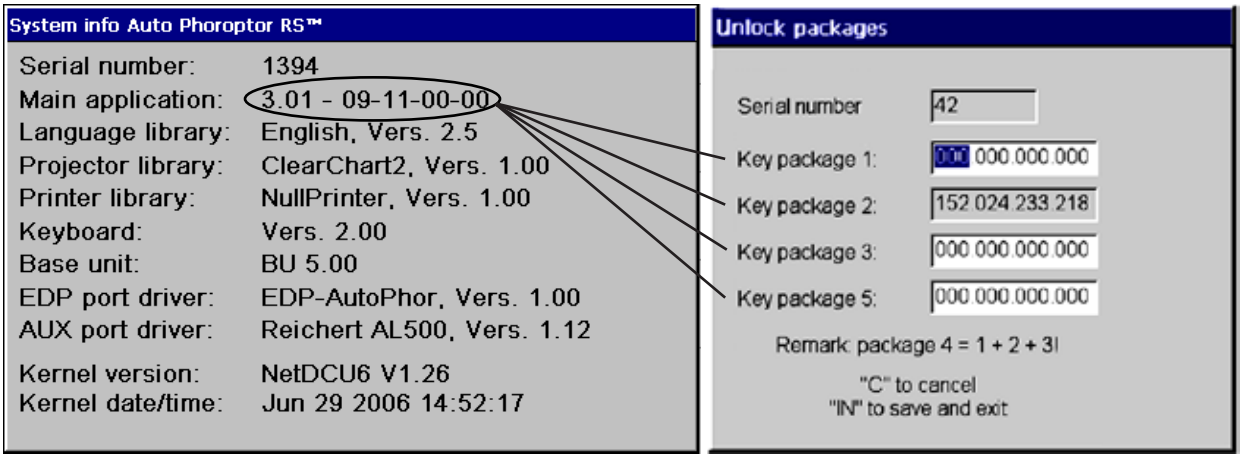

Figure IU-27, Package Keys
3. Press  to select Info. The System Info screen pops up. Refer to Figure IU-27.
6. Use the Scroll Wheel to enter the corresponding numbers into the packages, and press  to enter. Refer to Figure IU-27.